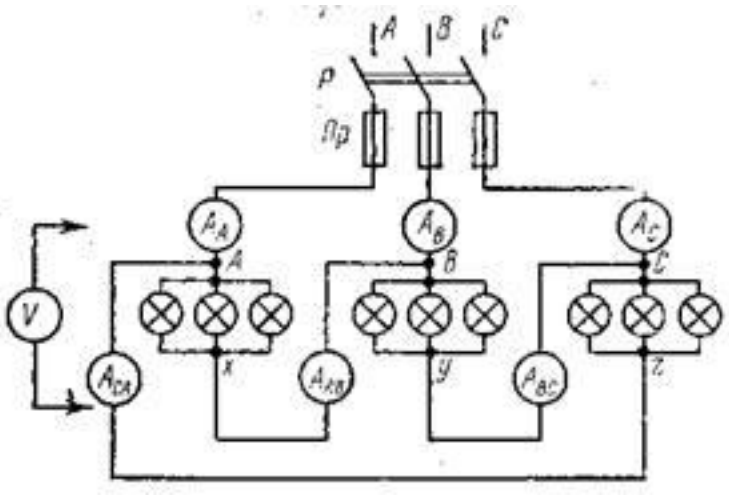

Рис.32 Схема для исследования цепи трехфазного тока при соединении приемников треугольником
1. Собрать схему по рис. 32 (соединение звездой) и дать проверить ее преподавателю. В каждую фазу включить по три лампы одинаковой мощности.
4. Включить в схему рис. 32 четвертый (нулевой) провод и снять показания дляслучая«Равномерная нагрузка с нулевым проводом» (табл. 1;п. 2).